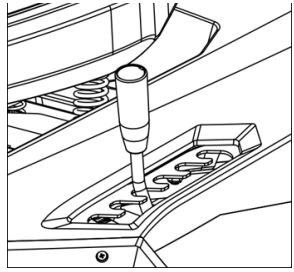

Рис. 30
- Отрегулируйте необходимую Вам высоту скашивания. Высота скашивания регулируется в пределах 35-75 мм, в шести фиксированных положениях (рис. 30).